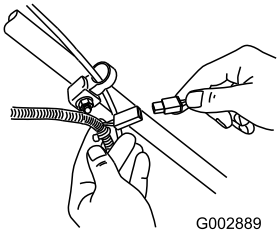

Figuur 31
1. 1. Sluit de acculader aan op de kabelboom van de machine, die zich onder het contactsleuteltje bevindt (Figuur 31).